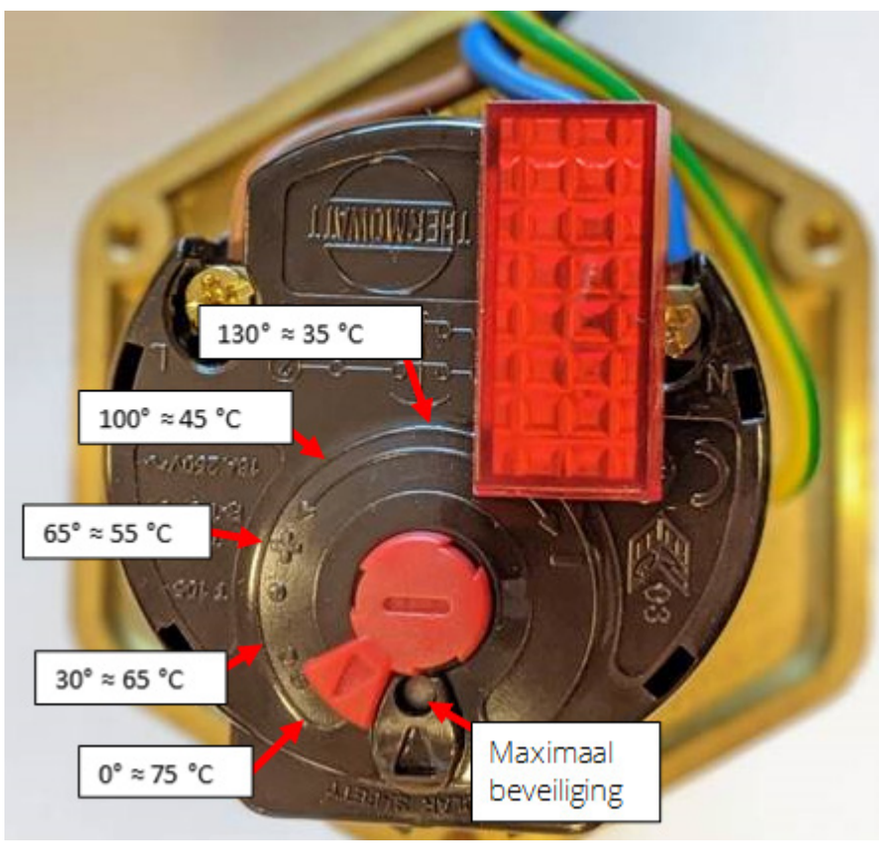

Figuur 1
3. Draai de knop naar de gewenste temperatuur zoals afgebeeld (zie figuur 1).
3. Druk op de resetknop van de maximaalbeveiliging bovenop de thermostaat. (zie figuur 1).